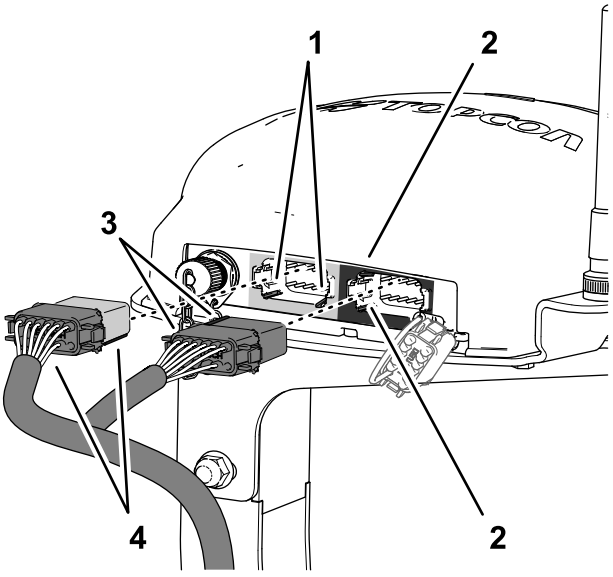

Rysunek 198
3. Ustaw 2 wypusty na długiej krawędzi szarego i czarnego złącza 12-stykowego gniazdowego wiązki przewodów danych naprzeciwko 2 wcięć na wypust na dolnej, poziomej ściance lewego (szarego) złącza 12-stykowego odbiornika nawigacyjnego (Rysunek 198).
4. Podłącz szare i czarne złącze 12-stykowe gniazdowe wiązki przewodów danych do lewego (szarego) złącza 12-stykowego odbiornika nawigacyjnego, aż złącza zatrzasną się, mocując się do siebie (Rysunek 198).
5. Ustaw 2 wypusty na krótkiej krawędzi czarnego złącza 12-stykowego gniazdowego wiązki przewodów danych naprzeciwko 2 wcięć na wypust na lewej, pionowej ściance prawego (czarnego) złącza 12-stykowego odbiornika nawigacyjnego (Rysunek 198).
6. Podłącz **całe czarne** złącze 12-stykowe gniazdowe wiązki przewodów danych do **lewego (szarego) złącza** 12-stykowego odbiornika nawigacyjnego, aż złącza zatrzasną się, mocując się do siebie (Rysunek 198).